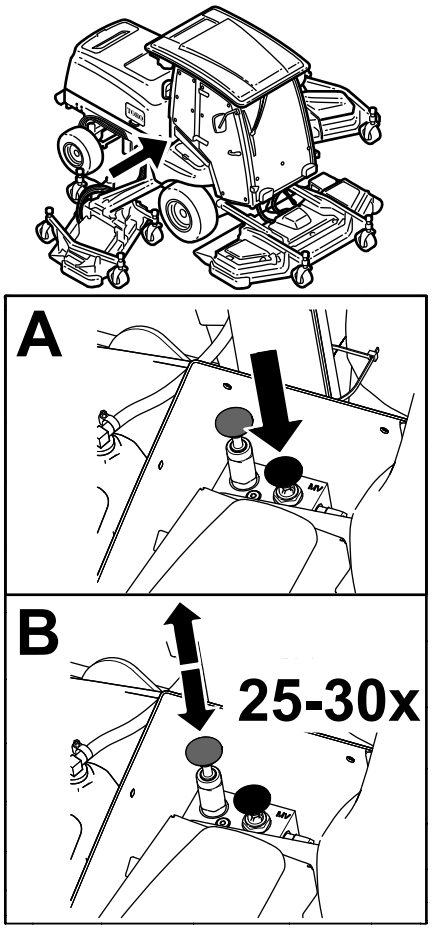

Figur 70
1. Förbikopplingsventil (2)
4. Släpp upp den automatiska parkeringsbromsen manuellt med hjälp av förbikopplingsventilen och kolven enligt Figur 70.